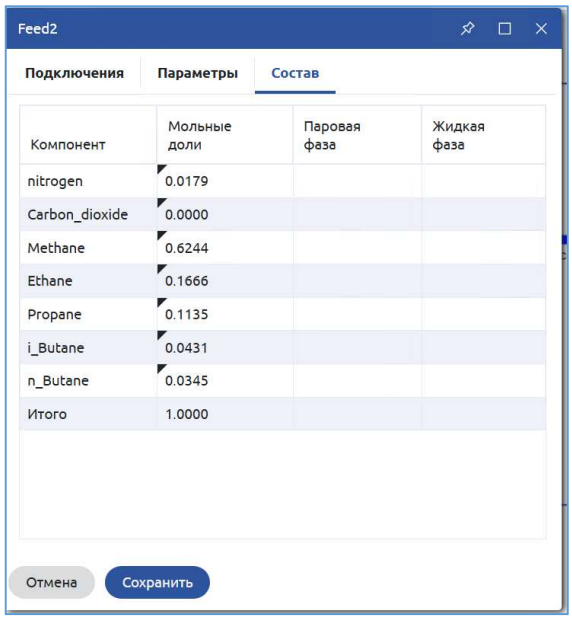

Рисунок 39. Поток Feed2. Состав
b. Компонентный состав (Рисунок 39).